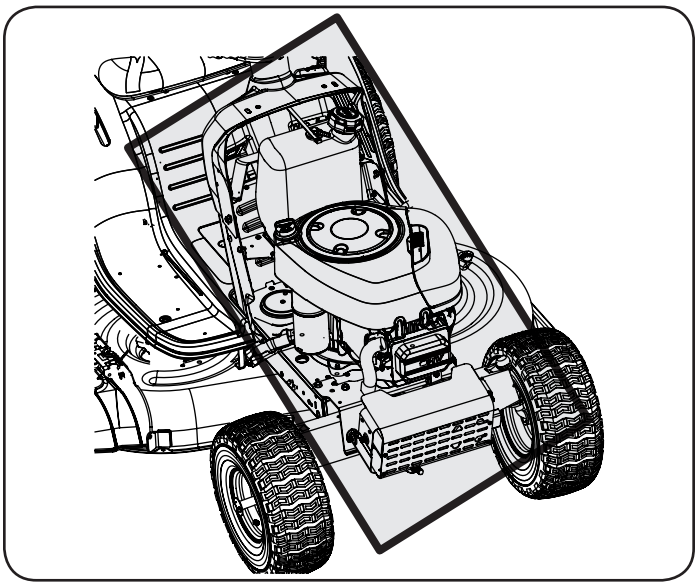

Figura 17
- Clean bajo el capó. Colector de escape, alrededor de fusibles, todo el cableado y arneses, tubo silenciador, escudo de silenciador, pantallas de admisión del motor y las aletas de refrigeración, etc. Vea la Figura 17.